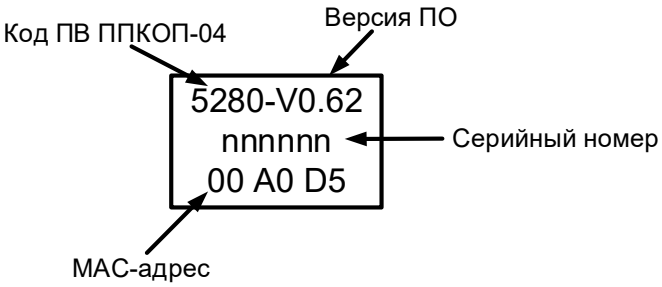

Рисунок 3 – Шильдик на плате пульта
– в поле **«MAC адрес»** введите уникальный трехбайтный код MAC-адреса (см. рисунок 3).